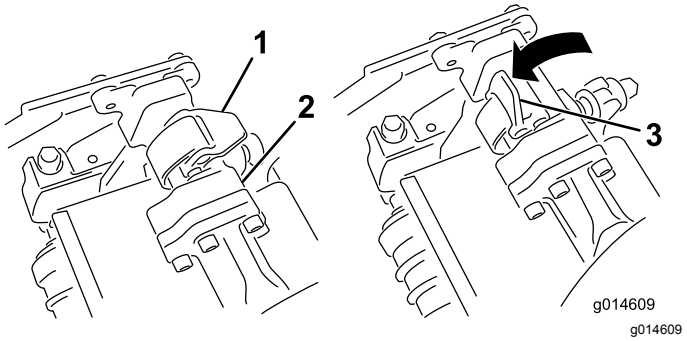
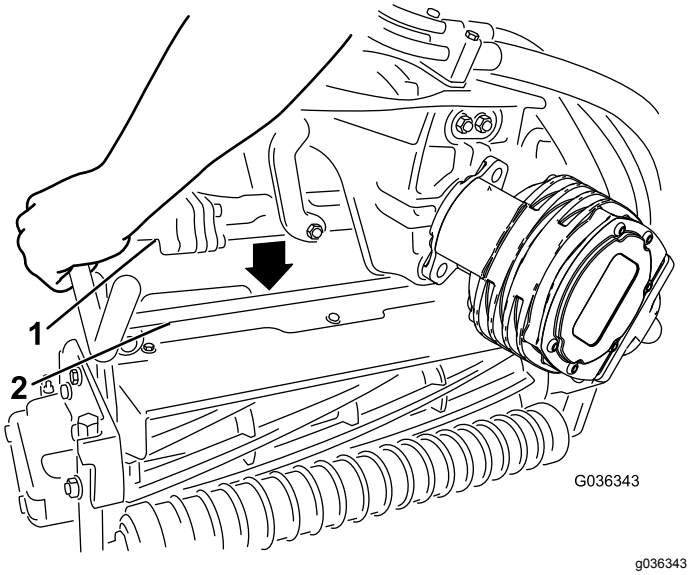

**Rysunek 48**
**Rysunek 49**
4. Gdy zapadki na pręcie ramienia podwieszonego skierowane są ku górze (tzn. gdy są otwarte) (Rysunek 48), popchnij ramię podwieszone w dół, tak aby pręt dopasował się do innego pręta w górnej części zespołu tnącego (Rysunek 49).
5. Zamknij zapadki wokół pręta zespołu tnącego, a następnie zablokuj je na swoim miejscu(Rysunek 48).
5. Otwórz zapadki na pręcie ramienia podwieszonego demontowanego zespołu tnącego (Rysunek 48).